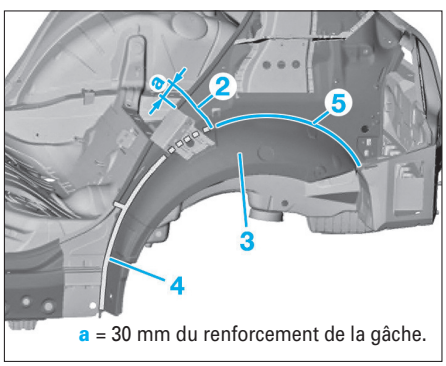

FIG. 38
• Tracer la ligne de coupe (2) **(Fig.38)**.
• Désolidariser le passage de roue (3) le long de la ligne (4) dans le hayon.
• Défaire les assemblages soudés dans la zone (5).